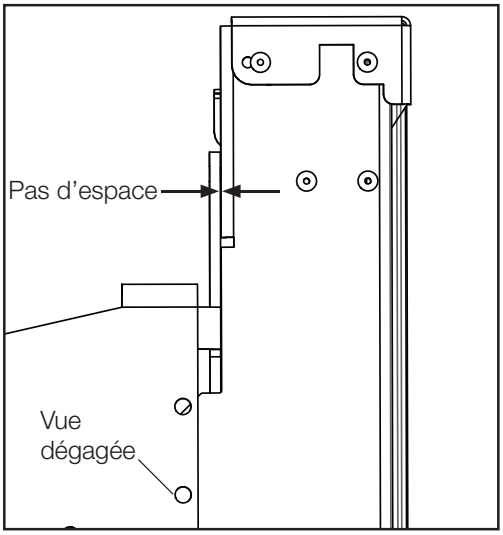

Fig. 8
8. Les trous des supports de fixation du GGA-1 doivent être alignés avec les trous de vis des supports coulissants du GGA-1 pour que la vue soit dégagée **(Fig. 8)**. Habituellement, il faut soulever le GGA-1 des deux côtés à l'aide des vis de réglage vertical. Habituellement, un soulèvement du GGA-1 d'environ 1/8 po procure un montage préliminaire optimal **(Fig. 9)**. Répétez sur l'autre fin du GGA-1.